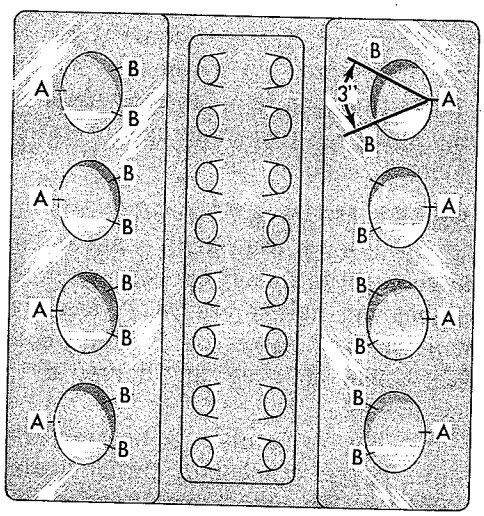
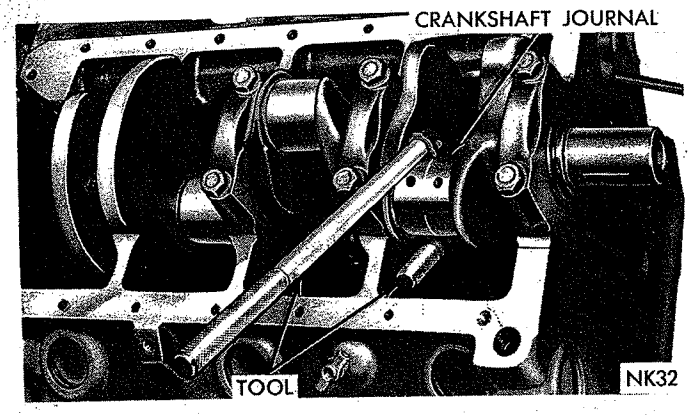

***Fig. 45—Proper Oil Ring Installation***
*Fig. 46—Removing or Installing Connecting Rod*
(B) on 273 Cubic Inch Engines the oil ring rail gaps should be positioned three inches apart on the inside of the "V" as shown in Figure 45.
(3) Immerse the piston head and rings in clean engine oil, slide the ring compressor, Tool C-385, over the piston and tighten with the special wrench (part of Tool C-385).
(4) Be sure position of rings does not change during this operation. Screw the connecting rod bolt protector (part of Tool C-3221) on one rod bolt, and insert rod and piston into cylinder bore. **Rotate crankshaft so connecting rod journal is on the center of cylinder bore.**
(5) Attach puller part of Tool C-3221 on the other bolt, and guide the rod over the crankshaft journal (Fig. 46).
(6) Tap the piston down in cylinder bore, using a hammer handle. At the same time, guide connecting rod into position on crankshaft journal.
(7) The notch or groove on top of piston must be